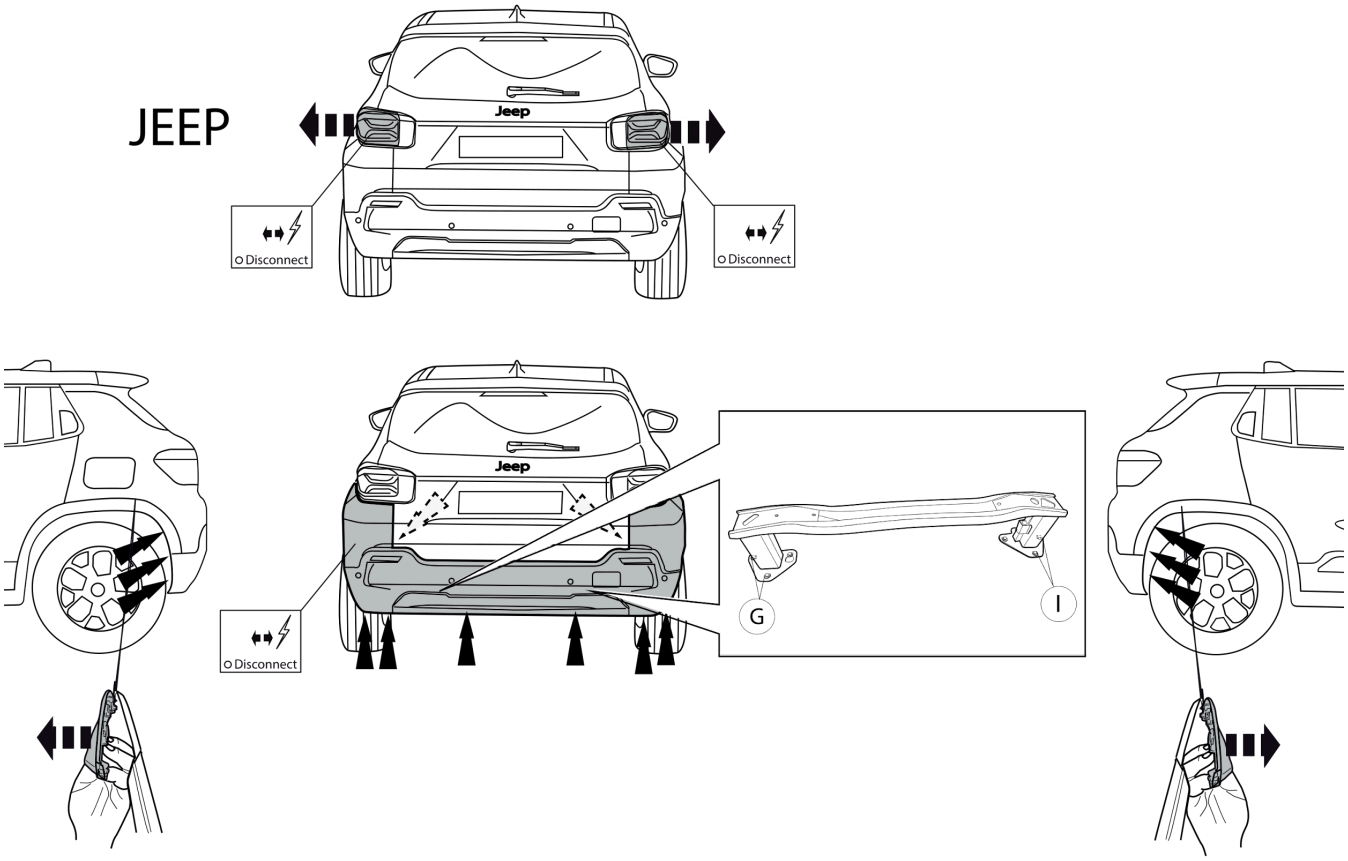

Fig. 1
1. Die Stoßstange abmontieren. Siehe Abbildung 1, 2, 3, 4 & 5.
1. Demonter kofangeren. Se fig. 1, 2, 3, 4 & 5.